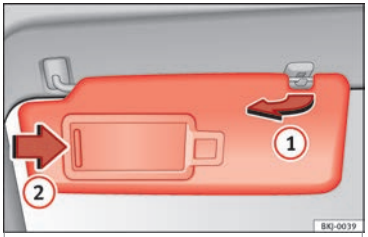

Fig. 153 Parasol del lado del conductor.
- El parasol puede extraerse de la fijación y girarse hacia la puerta ››› **fig. 153** ①.